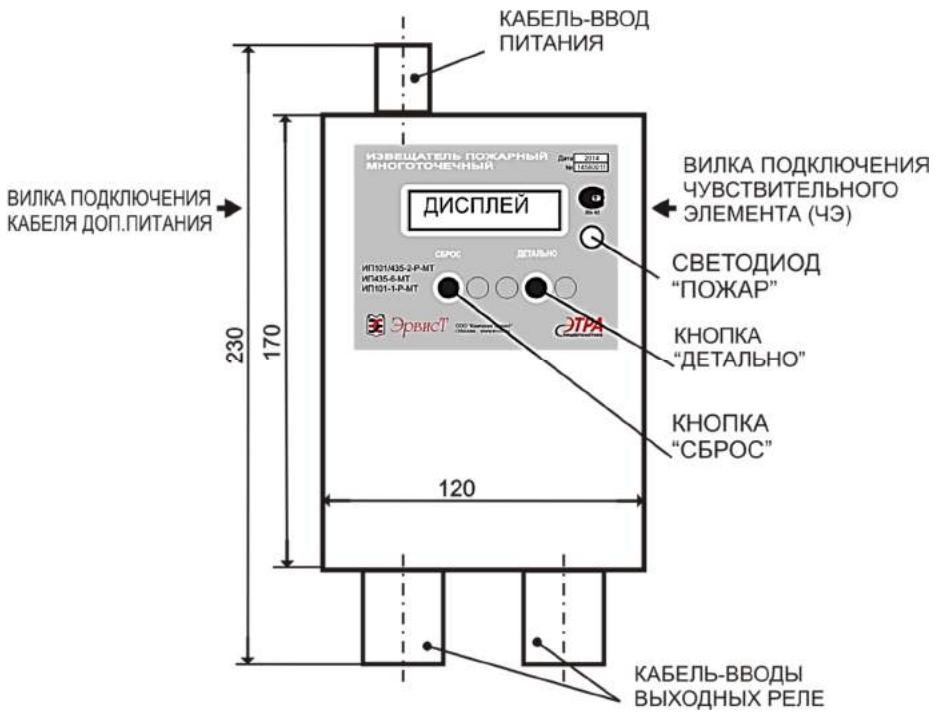

Рис. 12. Габариты БО и расположение подключений к блоку обработки.
4.2. Габариты и расположение подключений, органов индикации БО показаны на рис.12.